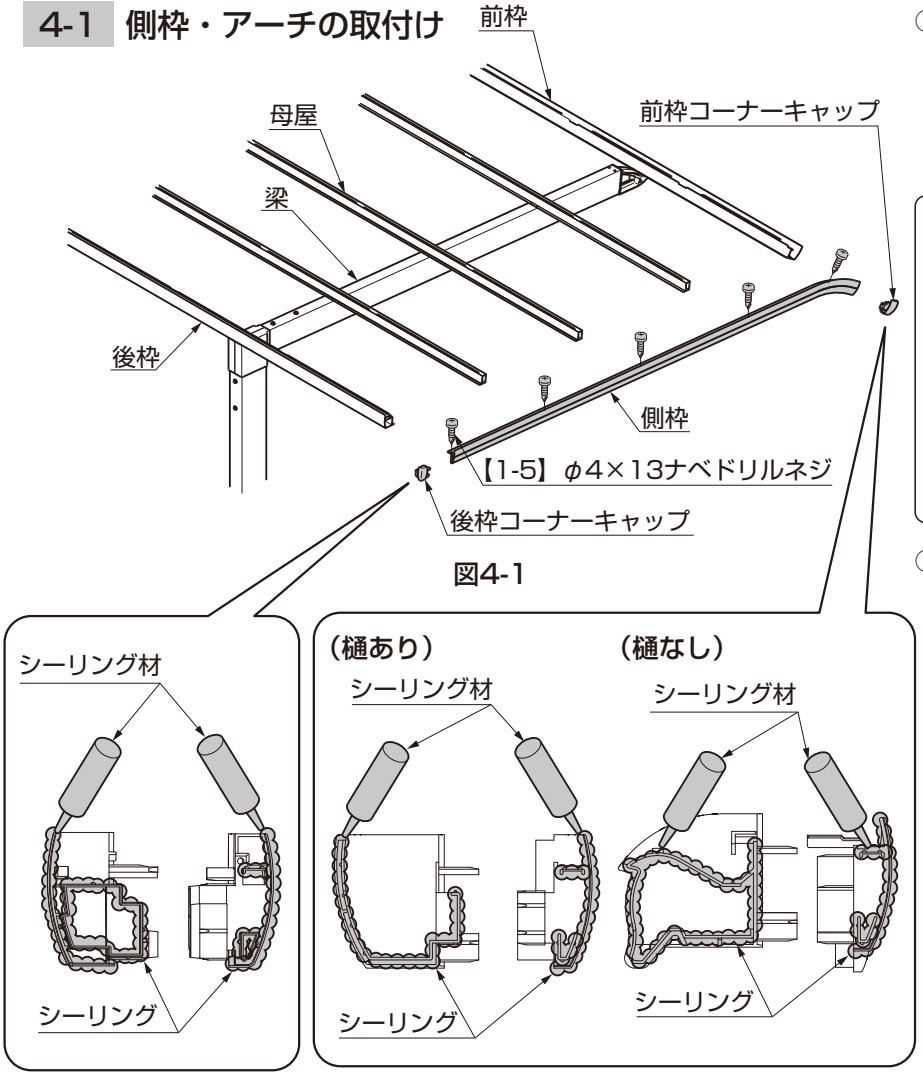

図4-1
①前枠コーナーキャップおよび後枠コーナーキャップにシーリング材を充てんして、側枠に取付けてください。（図4-1）
②前枠・後枠・母屋に側枠の穴を合わせて、【1-5】で取付けてください。（図4-1参照）